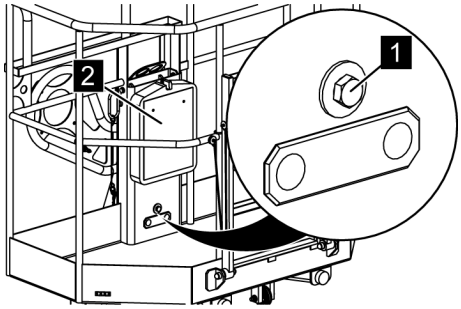

Fig. 71: Mounting screw working basket
2. *Remove the provided open-ended wrench from the document box (*Fig. 71*/2).*
3. *Use open-ended wrench to loosen mounting screw (*Fig. 71*/1).*
The mounting screw (Fig. 71/1) remains in the hole of the working basket.